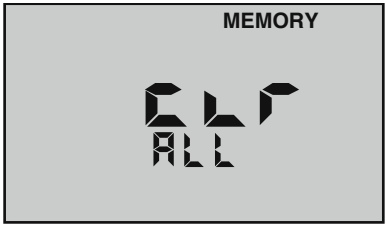

Figure 10
6. To clear **all** records: After pressing MR ▼, scroll down. "**CLr ALL**" will be displayed (see Figure 10).